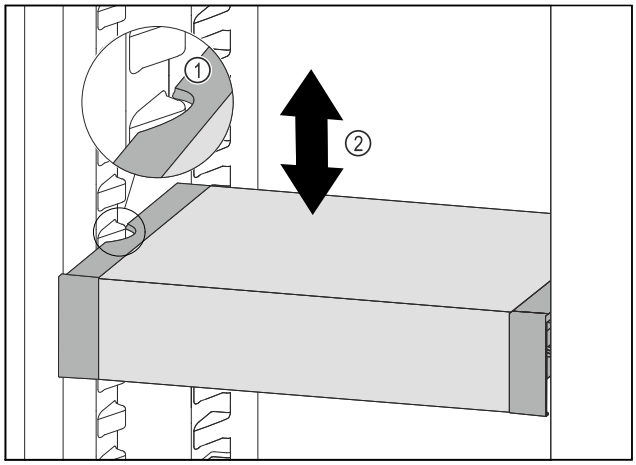

Fig. 175
▶ Tirer le VarioSafe vers l'avant jusqu'à ce que les encoches latérales du VarioSafe soient à la hauteur de la nervure du bac dans la partie réfrigérateur. *Fig. 175 (1)*
▶ Déplacer le VarioSafe vers le haut ou vers le bas dans la partie réfrigérateur jusqu'à ce que la hauteur souhaitée soit atteinte. *Fig. 175 (2)*